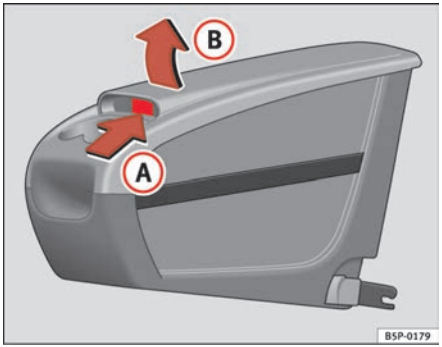

**Fig. 114 Mobile stowage compartment Opening**
– Lift the cover (B), in area (A) ⇒ page 144, fig. 114.